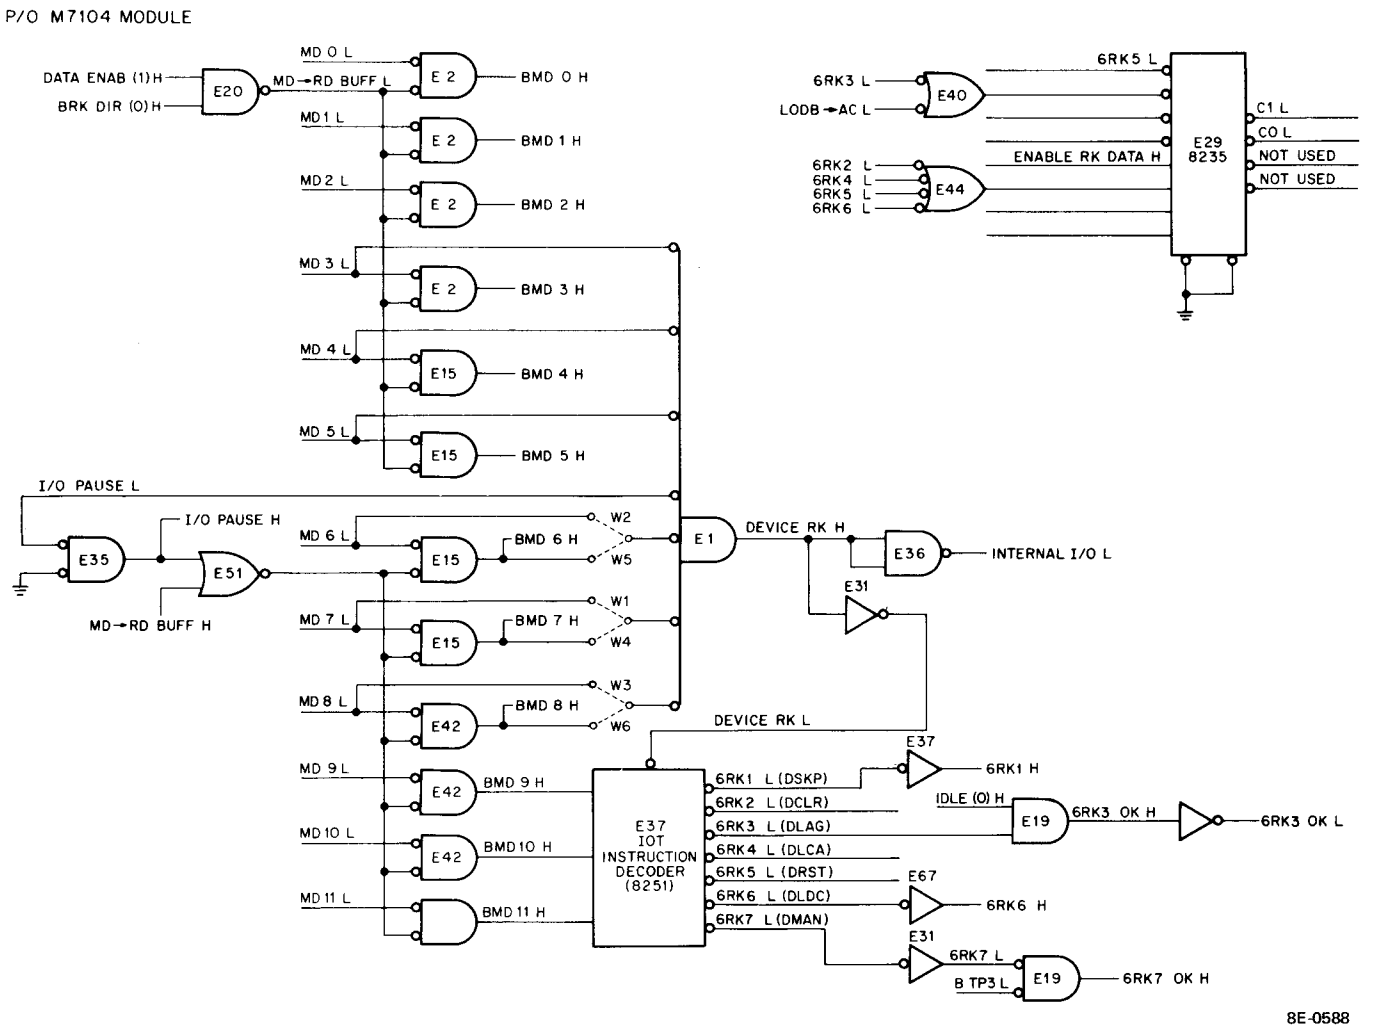
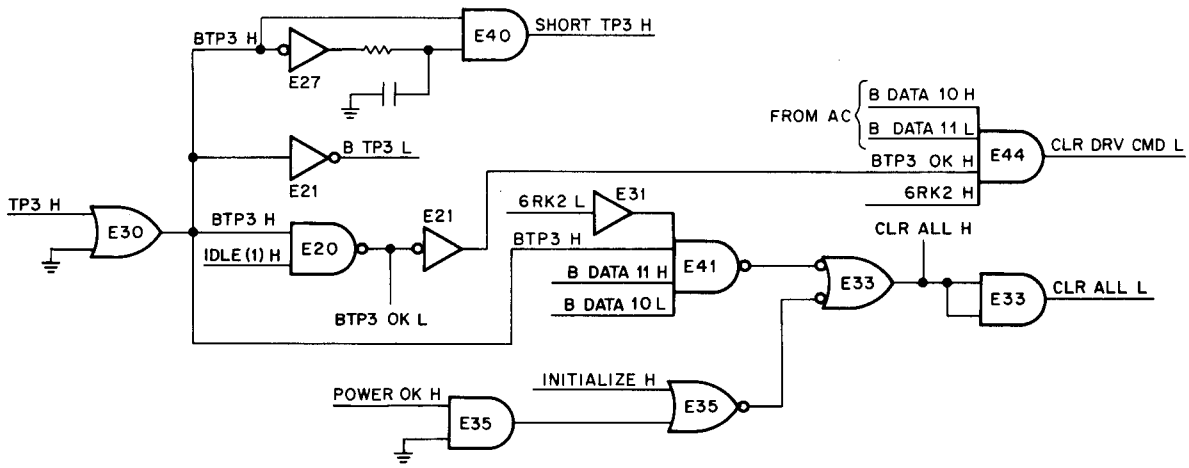

Figure 11-17 MD Receivers and IOT Decoder
Figure 11-18 INITIALIZE, CLEAR ALL and Time Pulse 3 Logic
11.15.1.2 IOT Decoder Logic – The IOT decoder (Figure 11-17) decodes MD bits (instructions) from the Memory Data Bus and generates signals to control the operation of the RK8-E. Bits MD3–11 are gated by MD → RK L when I/O PAUSE L is asserted by the processor. I/O PAUSE L is asserted anytime an IOT instruction is executed by the program. MD3–8 generates a signal DEVICE RK H and enables bits MD9–11 to be applied to the IOT decoder (an 8251 IC). The 8251 IC is a BCD to decimal decoder (see Volume I, Appendix A for truth table, logic diagram, and pin locations) that produces a low on one output line to indicate which instruction has been executed by the program. For example, MD9 low, MD10 and 11 high (100) produce a low on pin 9, which indicates a DLCA (6744) instruction was executed by the program. The jumpers on MD6–8 are used to select the device code for the RK8-E when multiple systems are installed (see Table 11-3 for jumpers to select the device codes). Internal I/O L is asserted by the DEVICE RK signal to prevent the processor from executing other IOT instructions while the RK8-E is executing an IOT instruction.
11.15.2.1 C Line Select Logic – The C line select logic (Figure 11-17) controls the direction of data flow between the Data Bus and the AC and determines whether the AC is cleared or not. Table 11-15 shows the status of C0 and C1 to transfer data between the Data Bus and the AC using the RK8-E IOT instructions.
11.15.2.2 Time Pulse 3 (TP3) Logic – TP3 (Figure 11-18) is used throughout the RK8-E modules to enable gates for the execution of instructions. SHORT TP3 is used in the detection of a BUSY ERROR (Paragraph 11.15.4).
11.15.2.3 IDLE – The IDLE state indicates that the control is not busy; the control must be in the IDLE state to enable the execution of the 6RK2 (Figure 11-17), 6RK3, 6RK4, 6RK6, and 6RK7 (Figure 11-18) instructions.
d. If a power failure is experienced and POWER OK H from the CPU goes low (Figure 11-18).